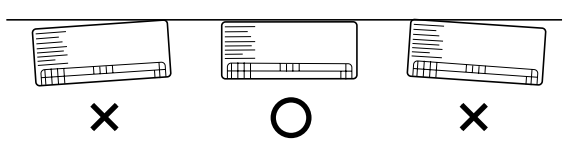

Fig. 3-20
(2) Check with a tape measure or carpenter's level. This is important so that the unit is correctly installed. (Fig. 3-20)
(3) Make sure the panel is flush against the wall. Any space between the wall and unit will cause noise and vibration.